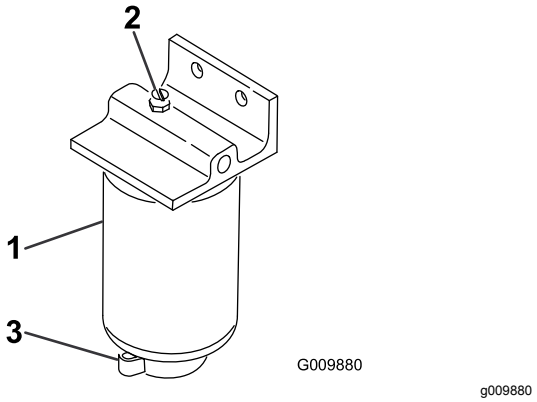

Figuur 65
2. Draai de aftapplug onder de filterbus los (Figuur 65).
1. Reinig de omgeving van de plaats waar de filterbus wordt gemonteerd (Figuur 65).